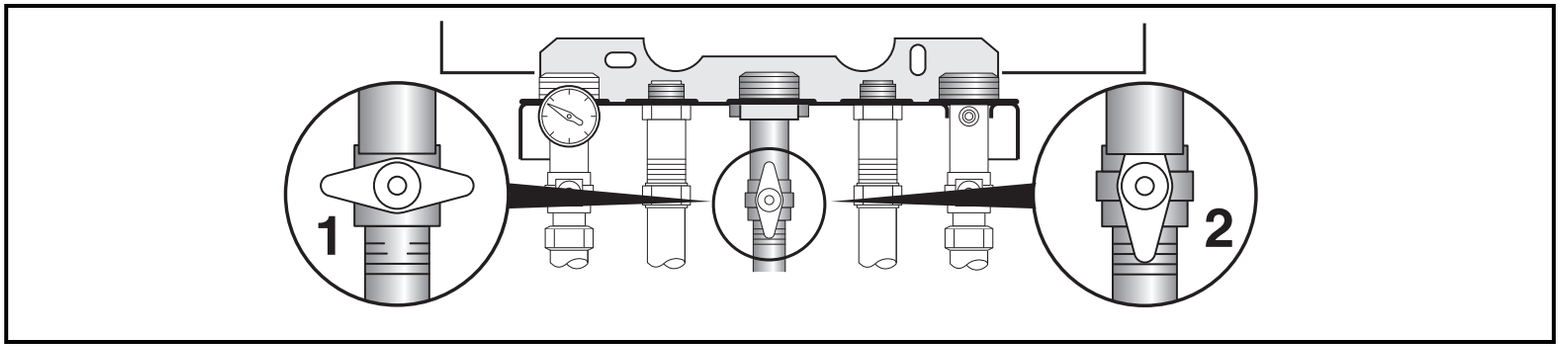

Figura 7 Llave de bloqueo de gas
- Cierre la llave de bloqueo de gas en el sentido de las agujas del reloj (figura 7, pos. 1).